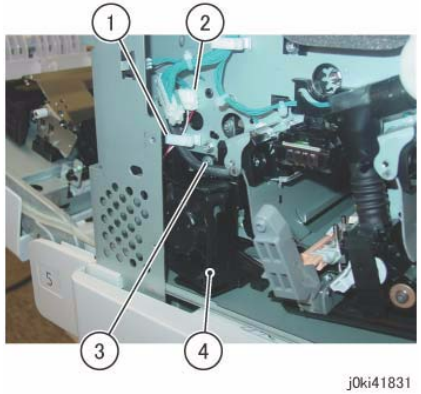
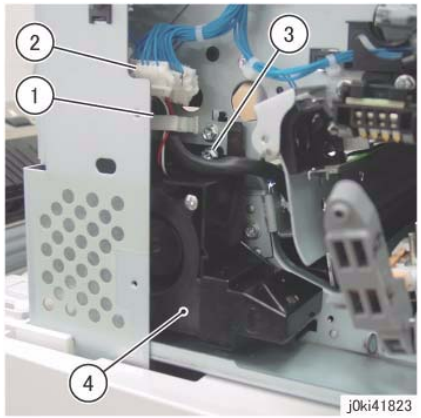

Figure 6 Remove the Process 2 Fan and Duct
Figure 7 Remove the Process 2 Fan and Duct
9. Remove the Process 2 Fan and Duct. (7525/30/35: Figure 6) (7545/56: Figure 7)